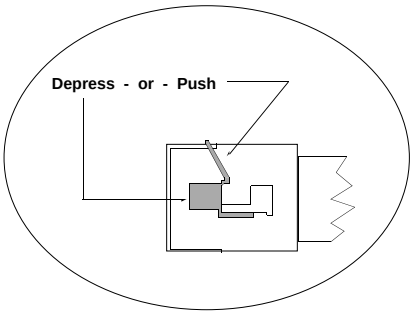

Fig. 11: SIM Socket Clip - Top View
1. Gently depress or push the metal socket clamps (see Fig. 11 below) to release the I/O board from the socket.